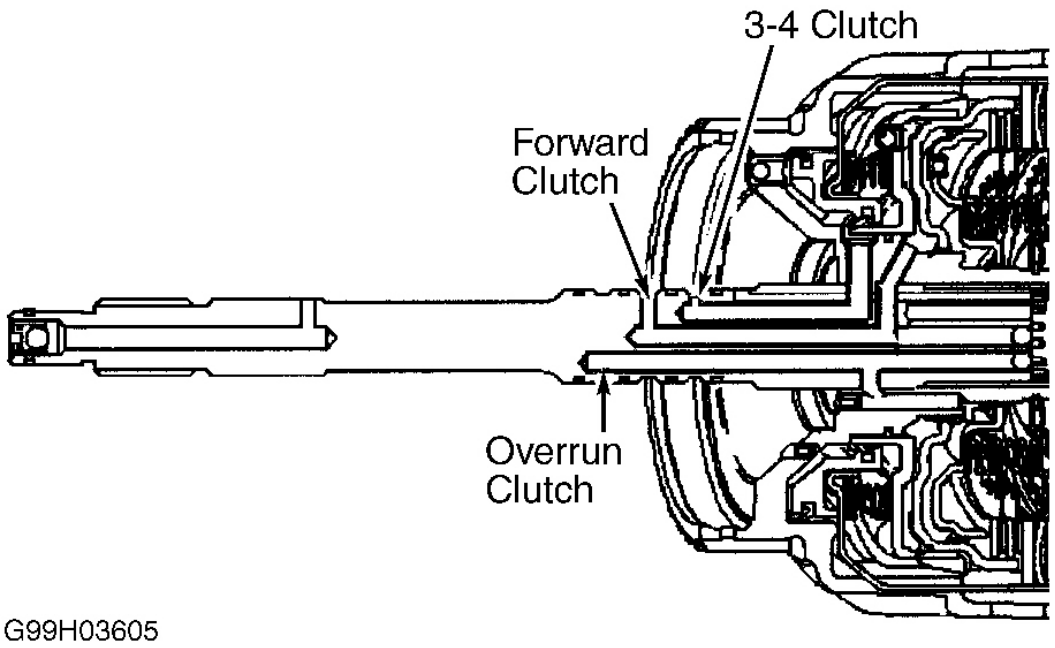

Fig. 49: Air Checking Input Clutch Assembly
11. If clearance is not as specified, select proper backing plate to obtain correct clearance. See **3-4 BACKING PLATE SPECIFICATIONS** table. Air check all clutches at feed holes in turbine shaft. See **Fig. 49** .